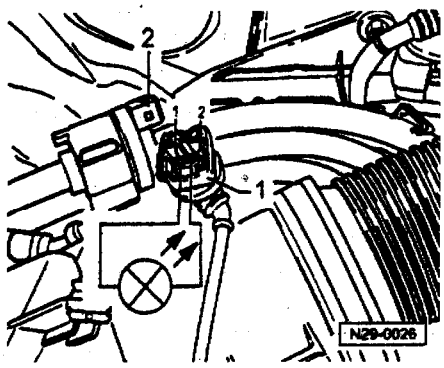

图 2－4
②活性炭罐电磁阀 1（在空气滤清器罩壳上）必须咔嚓动作，直到按“→”键，激活下一个控制元件。
③如果电磁阀有咔嚓声，但估计仍有故障（阀不开或不闭），则按以下步骤操作：将电磁阀上通向活性炭罐的软管拔下，将一辅助管子插到电磁阀空出的接管上，在最终控制诊断过程中向管子中充气（向节气门控制部件方向）这时电磁阀必须开或闭。
④如果电磁阀没有咔嚓声，则按以下步骤操作：如图 2－4 所示，拔下与电磁阀 2 相连的插座 1。用辅助导线 V.A.G1594 将二极管检查灯 V.A.G1527 与拔下的插座进行连接，发光二极管必须闪烁。
发光二极管不闪烁，则将最终控制诊断过程进行结束，关闭点火开关。如图 2－5 所示，将测试盒 V.A.G1598/22 连接到控制单元的线束中，检查测试盒插孔 15 和二针插座触点 2 之间导线是否断路（导线电阻最大为 1.5Ω），另外检查导线同电池正极、接地是否短路（标准值为∞）。按电路图检查二针插座触点 1 与燃油泵继电器（J17）之间导线的通断。（导线电阻最大为 1.5Ω）。如果确定导线中无故障；则更换发动机控制单元。